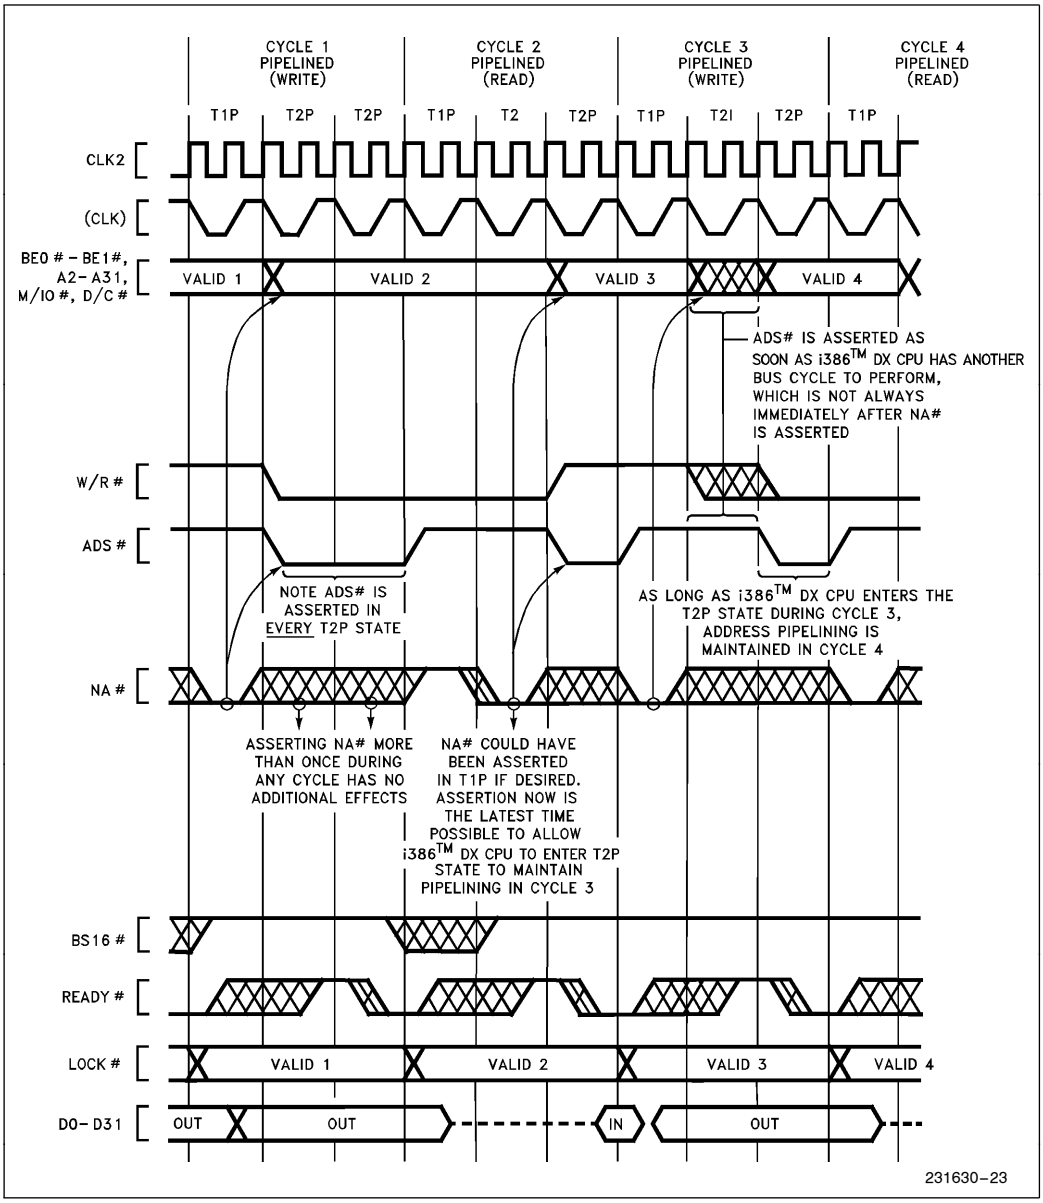

**Figure 5-19. Details of Address Pipelining During Cycles with Wait States**
2) The next address may appear as early as the bus state after NA# was sampled asserted (see Figures 5-16 or 5-17). In that case, state T2P is entered immediately. However, when there is not an internal bus request already pending, the next address will not be available immediately after NA# is asserted and T2I is entered instead of T2P (see Figure 5-19 Cycle 3). Provided the current bus cycle isn't yet acknowledged by READY# asserted, T2P will be entered as soon as the Intel386 DX does drive the next address. External hardware should therefore observe the ADS# output as confirmation the next address is actually being driven on the bus.
5) Only the address and bus cycle definition of the very next bus cycle is available. The pipelining capability cannot look further than one bus cycle ahead (see Figure 5-19 Cycle 1).